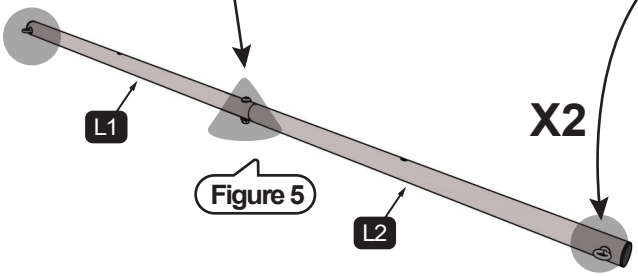

Figure 5
Step 13 Use P4 and Q to secure the two K2 tubes to Figure 5. Don't tighten the screws just yet.